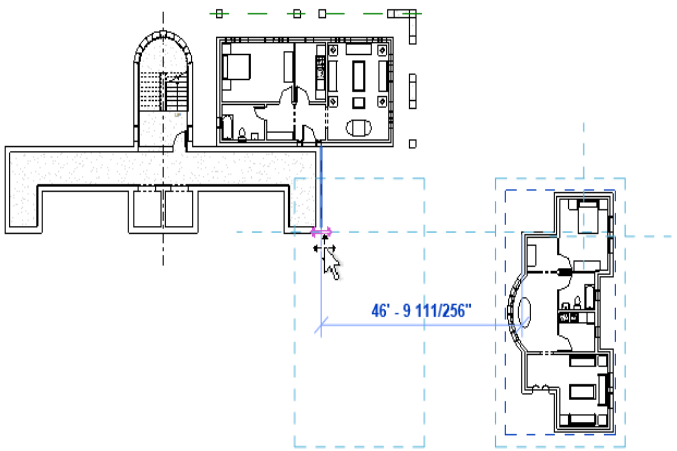

Figure 16-74 *Moving the elements of the Apartment 2 project*
12. Use the **Rotate** tool to rotate the elements of the *Apartment 2* project clockwise by 90 degrees, refer to Figure 16-74.
14. Ensure that the elements of the *Apartment 2* project are selected. Then, choose the **Move** tool from the **Modify** panel of the **Modify | Model Groups** tab and move the elements, as shown in Figure 16-74. Ignore any warning message at this stage. Next, choose the **Modify** button from the **Select** panel.